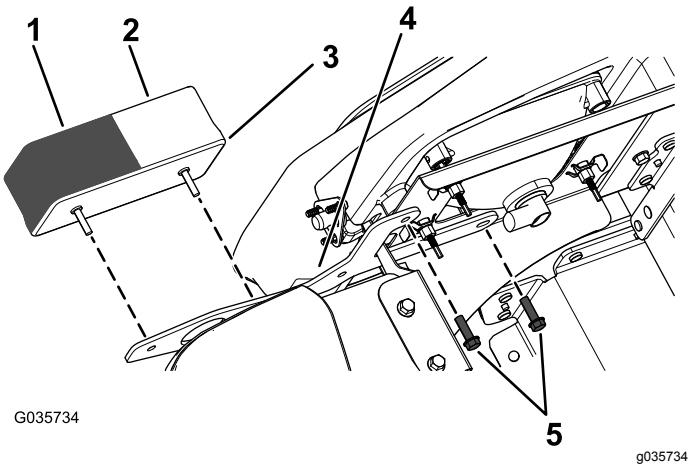

Figure 2
3. Install the new front position/signal light to the bracket using the previously removed 2 screws (Figure 2).
Note: Ensure that the clear lens (position light) is positioned to the inside and the amber lens (signal light) is positioned to the outside (Figure 2).